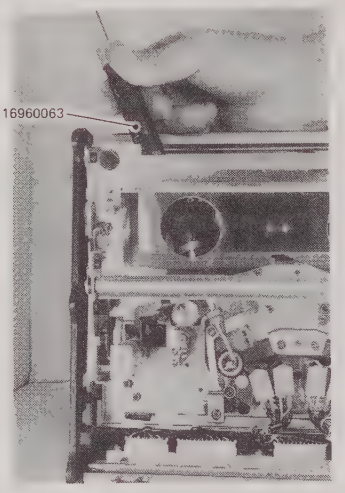

Fig. 5-28
6. While exerting force to pinch roller gently with fingers, pull tension gauge hooked on long screw, and read tension gauge when pinch roller starts slipping. (See Fig. 5-28)